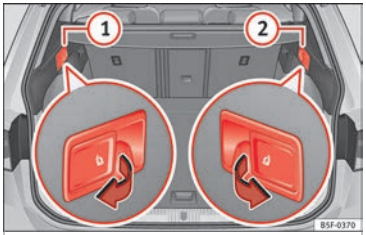

Fig. 152 En el maletero: palancas para desbloqueo a distancia de las partes izquierda (1) y derecha (2) del respaldo trasero.
• Tire de la palanca de desbloqueo a distancia de la parte izquierda ››› **fig. 152** (1) o derecha (2) del respaldo en el sentido de la flecha. La parte desbloqueada del respaldo trasero se abate automáticamente hacia delante.